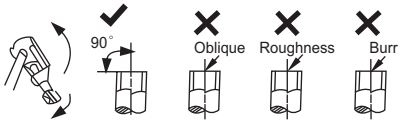

Fig. 16 — Pipe Cutting
a. Cut the pipe, with a pipe cutter, at 90 degrees (see Fig. 16).